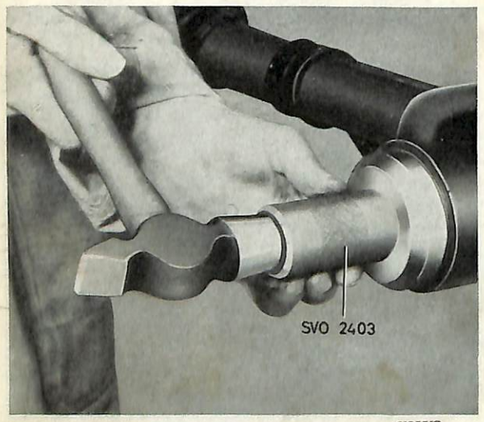

Bild 7. Montering av tätningsring
3. Montera den nya tätningsringen med verktyg SVO 2403, bild 7.